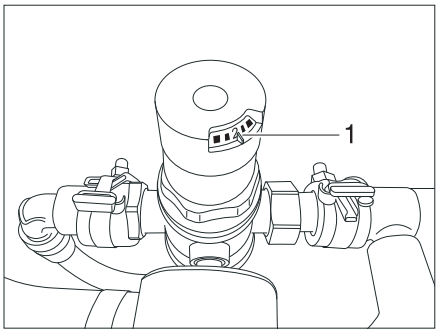

Fig. 174 Pressure reducer setting
- Check the pressure reducer setting of 2 bars (boiler version) or 3 bars (instantaneous water heater version) (Fig. 174,1).